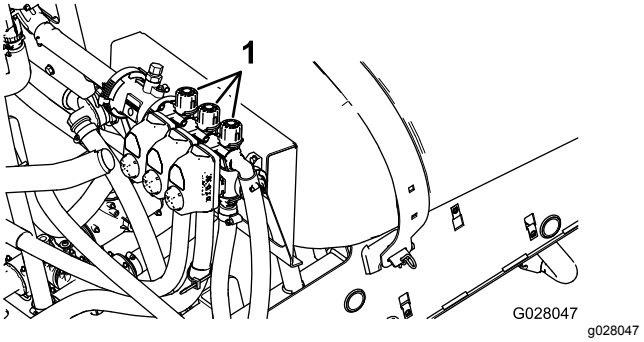

**Rysunek 29**
11. Wyłącz lewy wysięgnik i wyreguluj pokrętło obejścia wysięgnika (Rysunek 29), aż odczyt ciśnienia będzie zgodny z wcześniej ustawioną wartością (zazwyczaj 40 bar).
13. Wyreguluj pokrętło obejścia prawego wysięgnika (Rysunek 29), aż odczyt ciśnienia będzie zgodny z wcześniej ustawioną wartością (zazwyczaj 40 bar).
15. Wyreguluj pokrętło obejścia centralnego wysięgnika (Rysunek 29), aż odczyt ciśnienia będzie zgodny z wcześniej ustawioną wartością (zazwyczaj 40 bar).